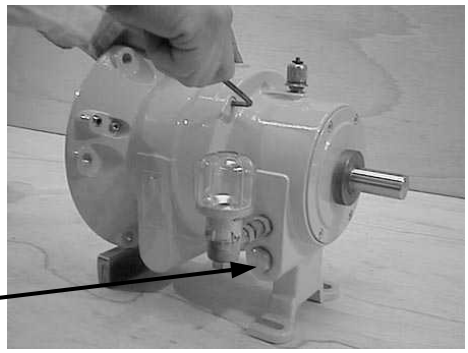

Fig. 11
Drain oil from Bearing Assembly by removing drain plug (61.50). **Fig. 11**
5.14 Remove the five Bearing Housing Retention Screws (43.S49). **Fig. 11**